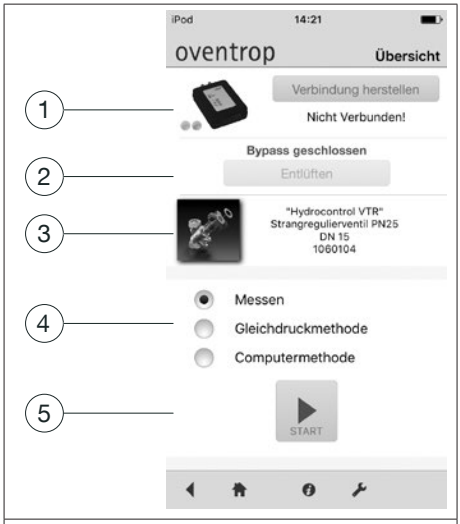

Abb. 4: Übersicht
10. Nachdem der Entlüftungsvorgang abgeschlossen ist, wählen Sie die gewünschte Methode (siehe Abb. 4 auf Seite 6).